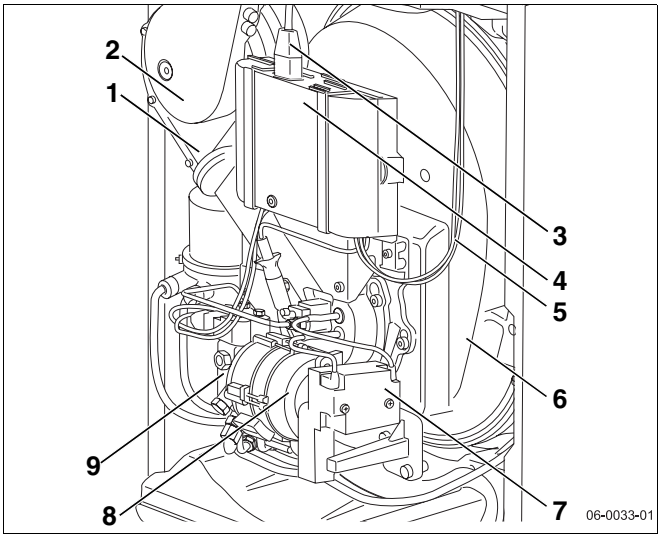
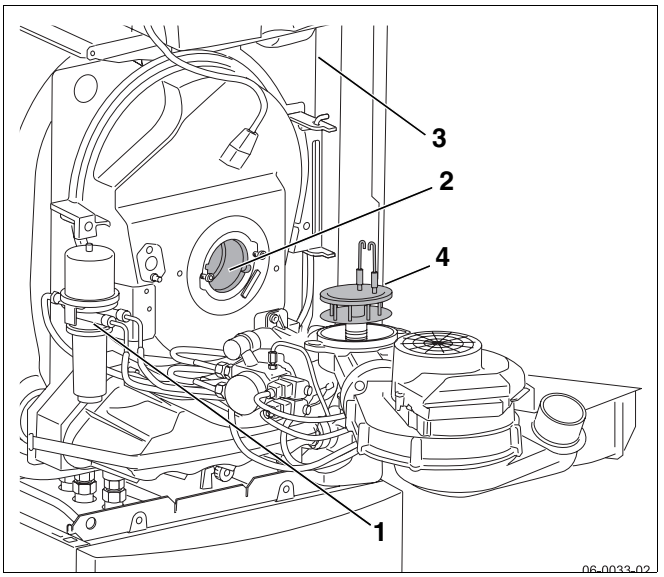

Bild 3 Hauptbestandteile - Ölbrenner
Bild 4 Brenner in Serviceposition
– Kesselblock aus Stahl mit Wärmeschutz (Bild 4, **Pos. 3,** Seite 11) und Ölbrenner (Bild 3, Seite 11). Alle heizgasberührten Oberflächen sind aus korrosionsbeständigem Edelstahl. Der Kesselblock überträgt die vom Ölbrenner erzeugte Wärme an das Heizungswasser.
– Brennergebläse (Bild 3, **Pos. 1**)
– Verbrennungsluftanschluss (Bild 3, **Pos. 2**)
– Ölpumpenmotor (Bild 3, **Pos. 8**)
– Zweistufige Ölpumpe mit Magnetventil und Ölanschlussschläuchen (Bild 3, **Pos. 9**).
– Digitaler Feuerungsautomat SAFe 30 (Bild 3, **Pos. 4**).
– Netzstecker für Stromversorgung des SAFe 30 (Bild 3, **Pos. 3**)
– BUS-Leitung für Kommunikation zwischen Regelgerät Logamatic MC10 und SAFe 30 und Fühlerleitungen zum Kesselvorlauf- und Abgastemperaturfühler (Bild 3, **Pos. 5**).
– Zündtrafo (Bild 3, **Pos. 7**)
– Ölfilter mit Entlüfter (Bild 4, **Pos. 1**)
– Brennerrohr (Bild 4, **Pos. 2**)
– Wärmeschutz (Bild 4, **Pos. 3**)
– Mischsystem (Bild 4, **Pos. 4**)